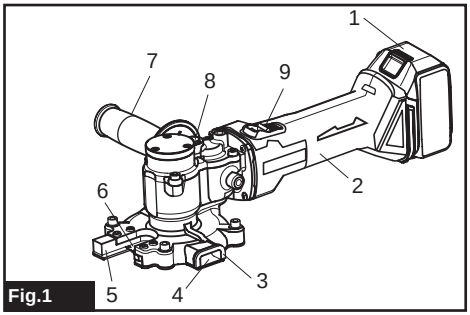

Fig.1
► **Fig.1:** **1.** Battery **2.** Motor **3.** Dust Bag Holder **4.** Outlet **5.** Guide **6.** Tipped Saw **7.** Handle **8.** Lock Button **9.** Switch